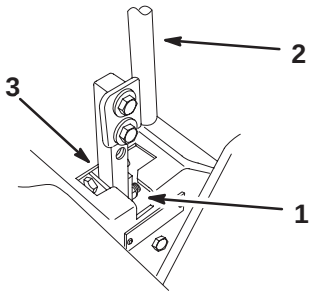

Figure 53
5. Vérifiez la position du levier par rapport au cran de la console (Fig. 53). Il doit être centré de façon à pouvoir pivoter vers l'extérieur jusqu'à la position de verrouillage du point mort.
7. Appliquez une légère pression à l'arrière du levier de commande de déplacement, et tournez la tête du boulon de réglage dans le sens voulu pour centrer le levier à la position de verrouillage du point mort (Fig. 53).